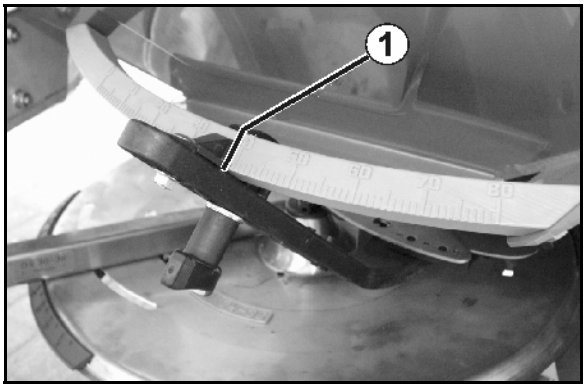

Fig. 30
10. , Press the key until the read-off edge (Fig. 30/1) of the left dosing slider shows the required slider position.